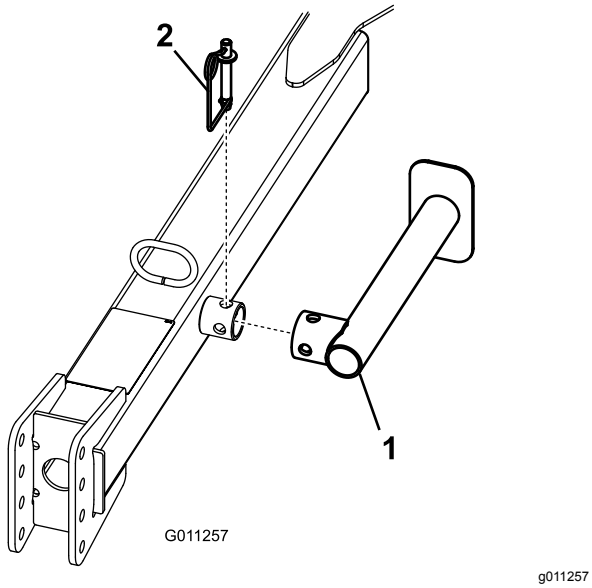

Figur 9
3. Fjern fjærtappen, roter støttebenet ned og monter fjærtappen (Figur 9).